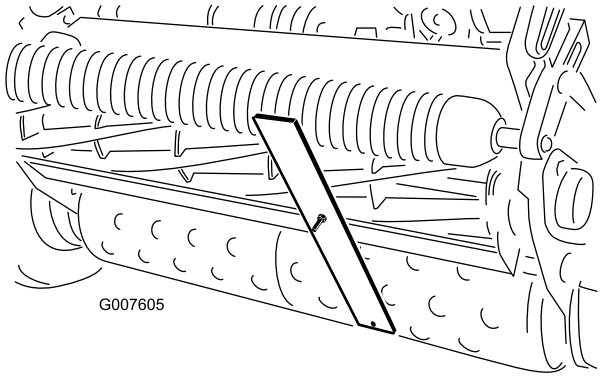

**Rysunek 49**
4. Zahacz łeb śruby o krawędź tnącą noża dolnego i oprzyj tylny koniec drążka na rolce tylnej (Rysunek 49).